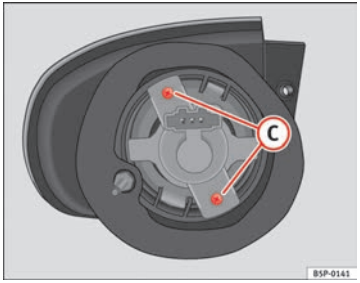

Abb. 198 Blinklicht
– Drehen Sie die Schrauben ⇒ Abb. 198 (C) aus dem Lampenträger heraus und ziehen Sie diesen heraus.
– Drehen Sie die Schrauben ⇒ Abb. 198 Ⓒ des Lampenträgers heraus und ziehen Sie diesen heraus.